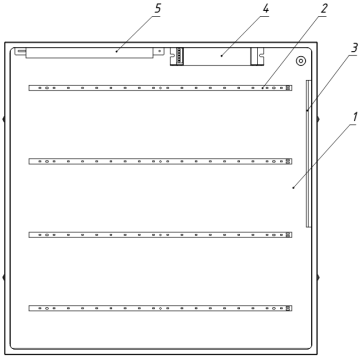

Рисунок 2 - Состав светильника Geniled Office Clip-In.
3.3. Светильник Geniled Office Clip-In состоит из основных частей (см. рисунок 2):